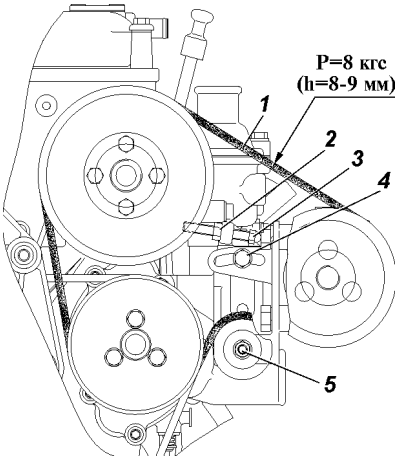

Рис. 9.33. Ремень привода вентилятора и насоса гидроусилителя рулевого управления:
- ослабьте болт 4 (рис. 9.33), гайку 5 и контргайку 2;